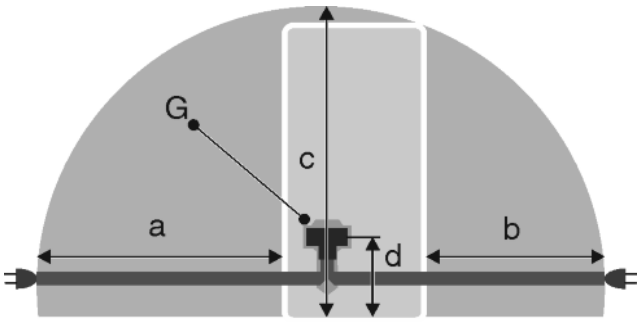

Fig. 25
- La prise de courant est en dehors de la zone postérieure de l'appareil dans la zone concernée. *Fig. 25 (a, b, c)*
▶ Introduire la la fiche de l'appareil *Fig. 25 (G)*au dos de l'appareil. Veiller à ce qu'elle s'introduise correctement.